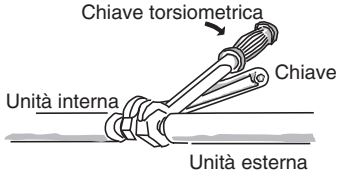

Fig. 5-6
(2) Per stringere i dadi flangiati, applicare la coppia di serraggio.
- Nel rimuovere i dadi svasati dai collegamenti oppure quando li si stringe dopo aver collegato i tubi, usare due chiavi fisse o regolabili. (Fig. 5-6)